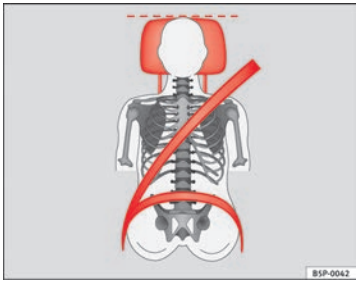

Fig. 12 Correct seat belt and head restraint positions, viewed from front
- **The shoulder part of the seat belt must lie on the centre of the shoulder, never across the neck. The seat belt must lie flat and snugly on the torso ⇒ page 23, fig. 12.**